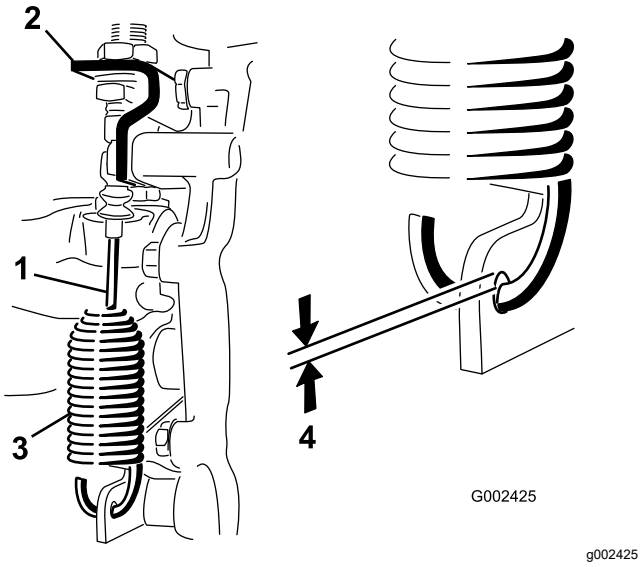

**図 46**
2. デファレンシャルロックケーブルをトランスアクスルのブラケットに固定しているジャムナットをゆるめる図 46。